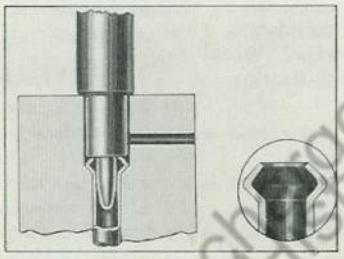

Fig. 31 First Flaring Operation
4. Using the flare-forming tool having the concave die, insert forming tool in die and strike firm blows, with a hammer, until shoulder of the tool contacts top of the die. Fig. 31.